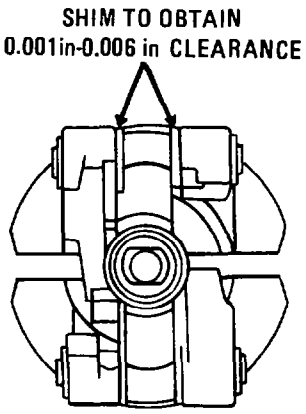

Fig. 130 — Positioning Shims
e. Position the weights (item 84) on the weight shaft spider (item 81) and install shims (item 83) as shown in fig. 130. Check for a clearance of 0.025 – 0.152 mm (0.001 – 0.006 in.) between the